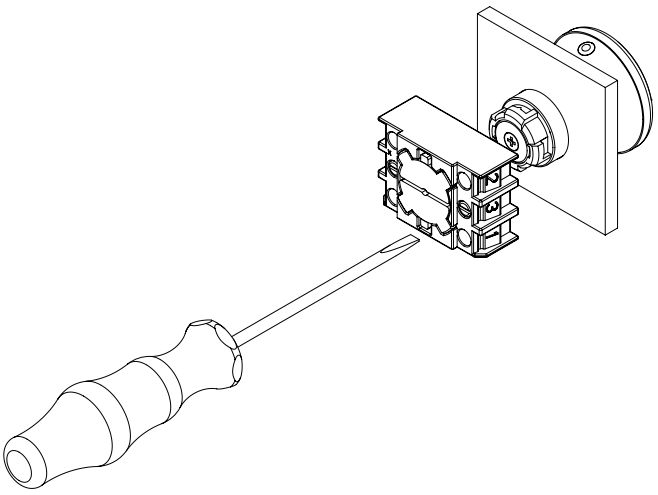

Rys. 10
2. Demontaż kołnierza montażowego odbywa się przez odkręcenie śrub na kołnierzu montażowym. Następnie obrócić w lewo kołnierz montażowy o ok. 45° i zdjąć (patrz rys. 10).